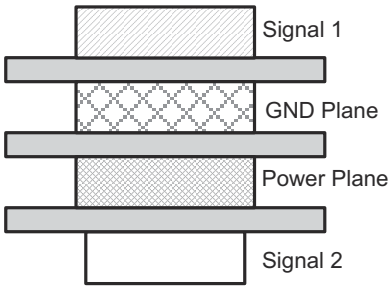

図 8-3. レイアウト例
- 高周波で動作する場合は、4 層以上のプリント基板をお勧めします。図 8-3 に示すように、グランドと電源層で 2 つの信号層を分離しています。